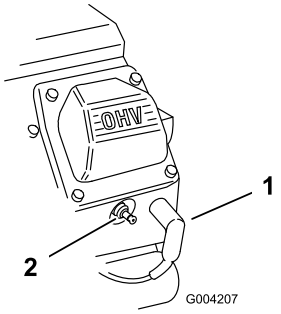

Figuur 33
3. Trek de kabels van de bougies (Figuur 33).
3. Druk de bougiekabels op de bougies (Figuur 33).